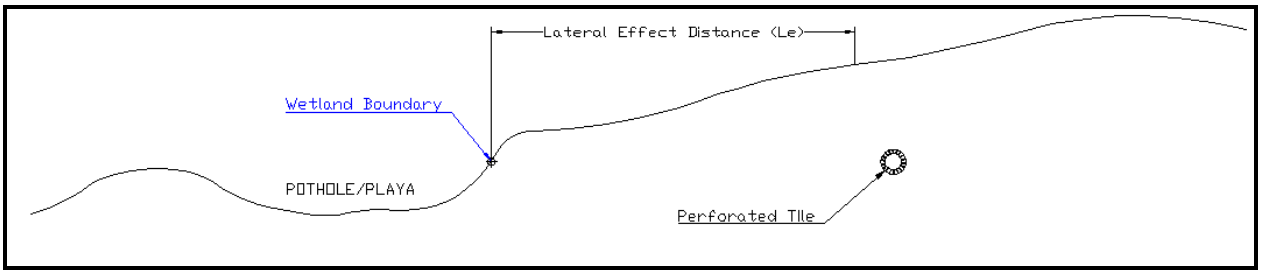

Figure 7 – Route tile around depressional wetlands at or beyond the Le distance.
1. Perforated tile may be routed around depressional wetlands instead of through the wetland. The perforated tile must be located beyond the lateral effect distance away from any wetlands. Examples are shown on Figures 7 and 8.